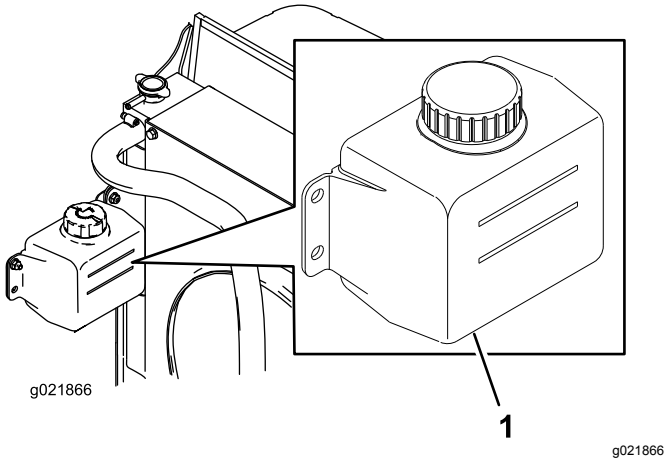

Figur 28
1. Kontroller kølevæskestanden i ekspansionsbeholderen (Figur 28).